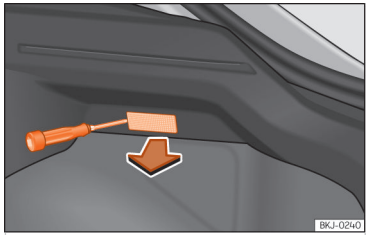

Abb. 175 Gepäckraumleuchte*
- Nehmen Sie das Lampenglas der Glühlampe durch Druck mit einem Schraubenzieher auf dessen Unterkante ab ››› (Abb. 175).